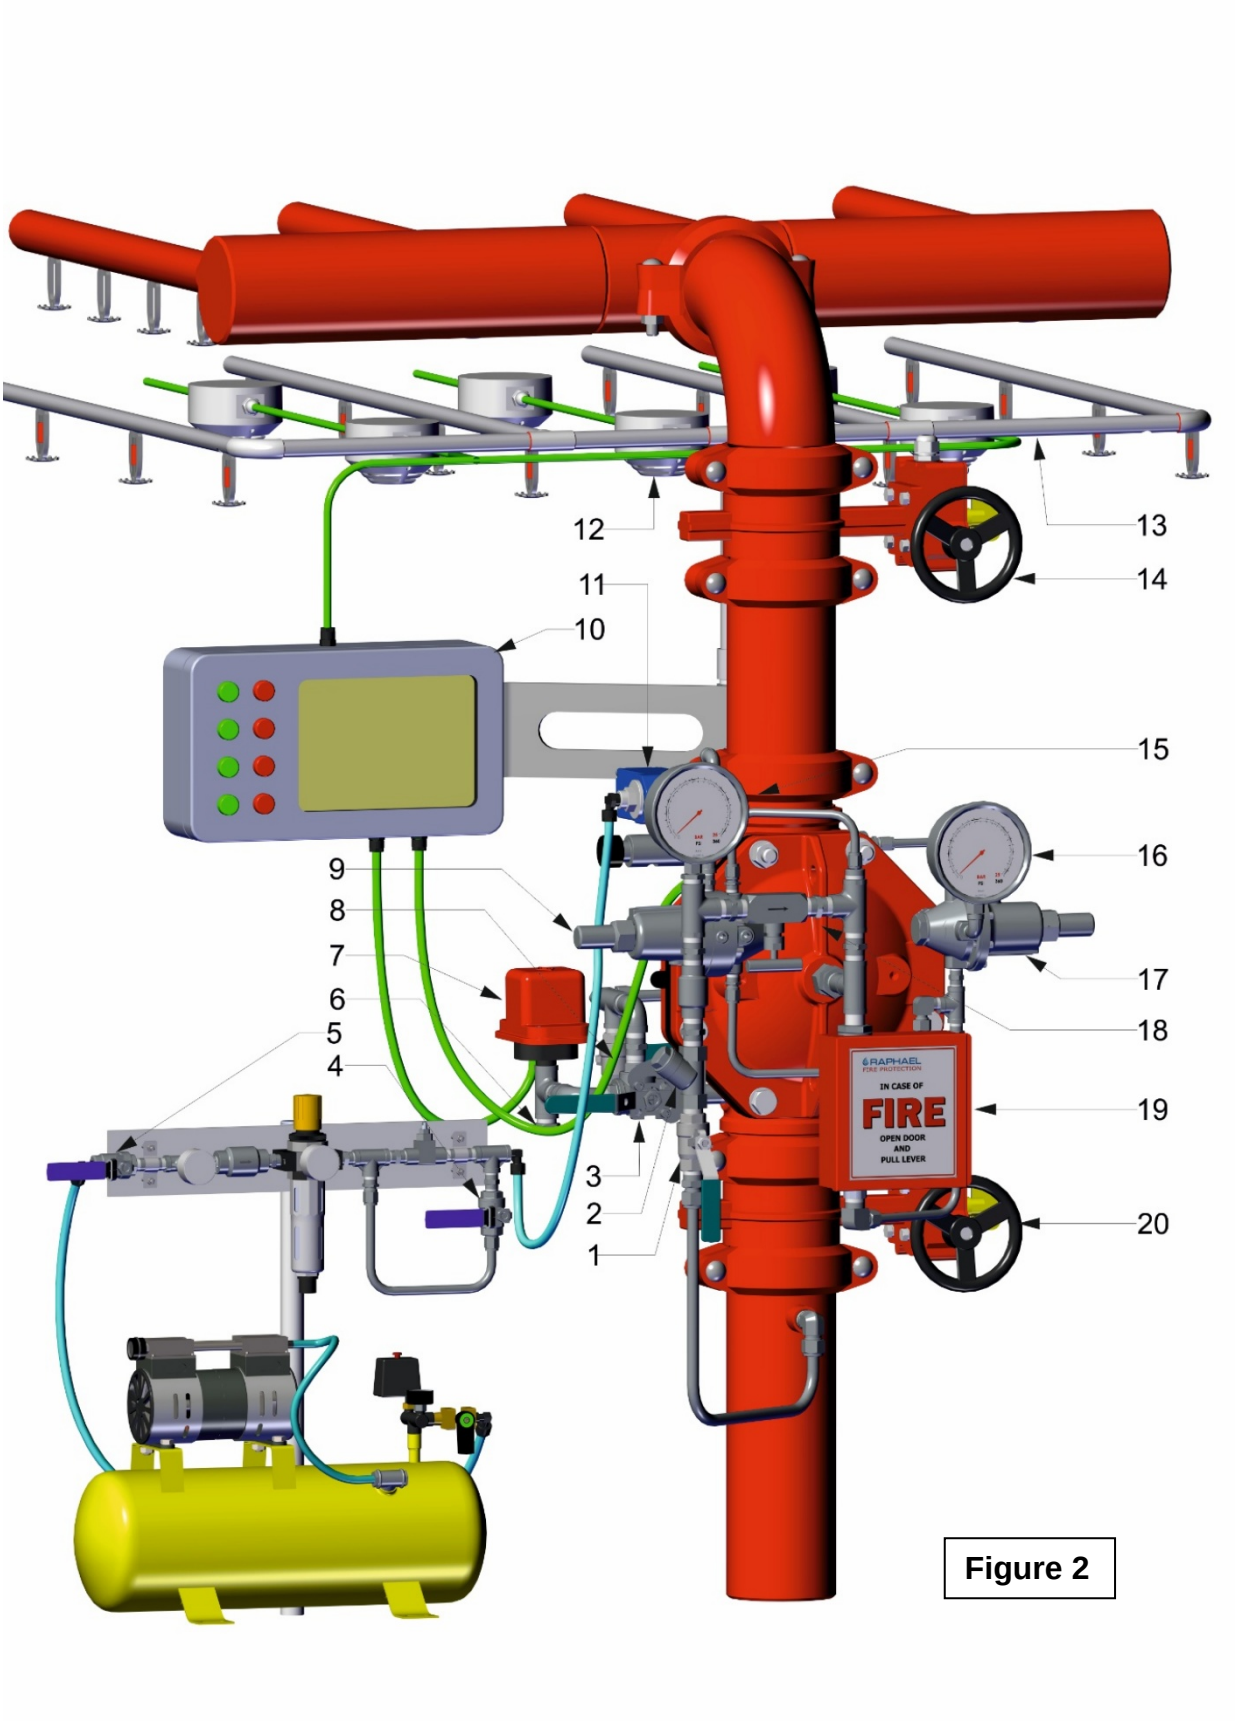

Figure 2
INSTALLATION (Reference Figure 2)
8. All connections to water and air supply, should be done in accordance with figure 2
INSTALLATION PARTS LIST (Reference Figure 2)
OPERATING INSTRUCTIONS (Reference Drawing - figure 2)
(Reference Drawing - figure 2)
Filling and pressurizing the system (Reference Drawing - figure 2)
The procedure described should be carried out after system installation completion and a comprehensive inspection. (Reference Drawing - figure 2)
Prior to generating any test procedures, turning on false alarms or turning off the alarm system, the local safety personnel and the close central fire station must be reported. (Reference drawing - figure 2)
Resetting & placing in service (Reference Drawing - figure 2)
MAINTENANCE (Reference Figure 2)